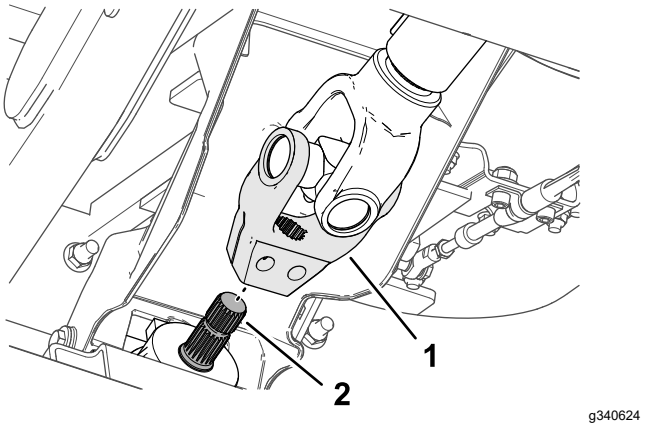

Figur 16
5. Ret noterne i drivakslens gaffel til på noterne på redskabets indgangsaksel (Figur 16), og skub gaffen over akslen.